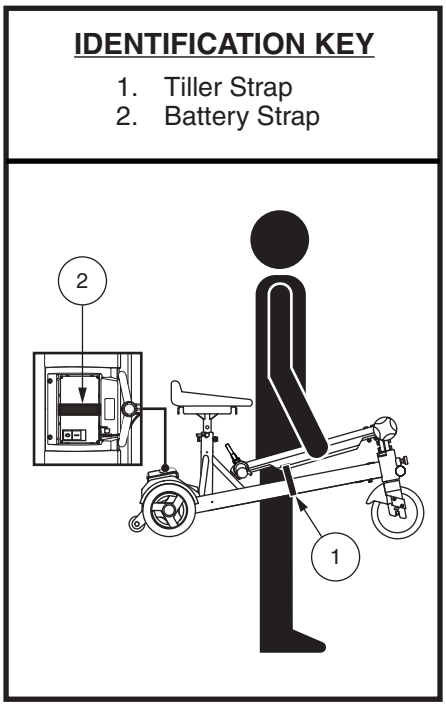

Figure 21. Folding for Transport
3. Wrap the tiller strap firmly around the main beam using the reusable hook and loop fastener to secure the straps. **See figure 21.**